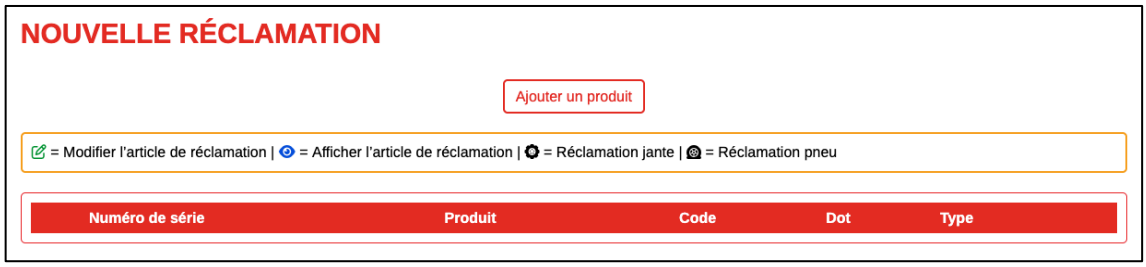

Figure 7
3.2. Ajout de pneus *(Figure 7 et 8)*
Après avoir créé la réclamation, vous pouvez réclamer 1 ou plusieurs pneus. Cliquez sur le bouton «Ajouter un produit». Voir la *Figure 7*. Pour plusieurs pneus, répétez les *étapes 3.2. à 3.4.*